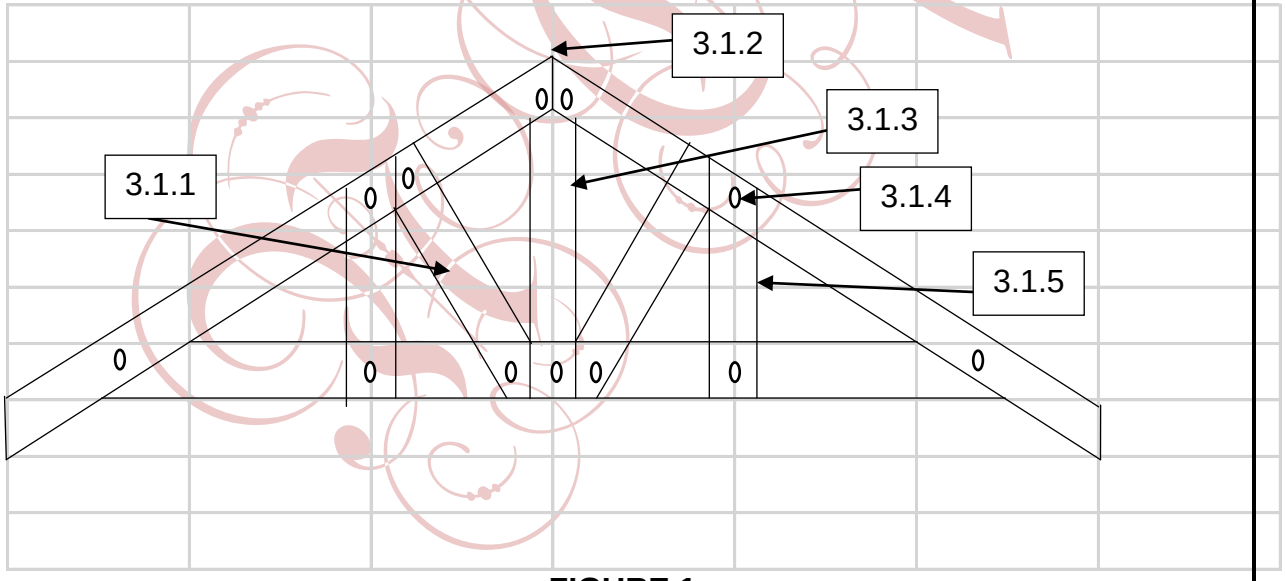

FIGURE 1
3.1 Name the parts of the truss in FIGURE 1 below. Write only the answer next to the question number (3.1.1–3.1.5) in the ANSWER BOOK.